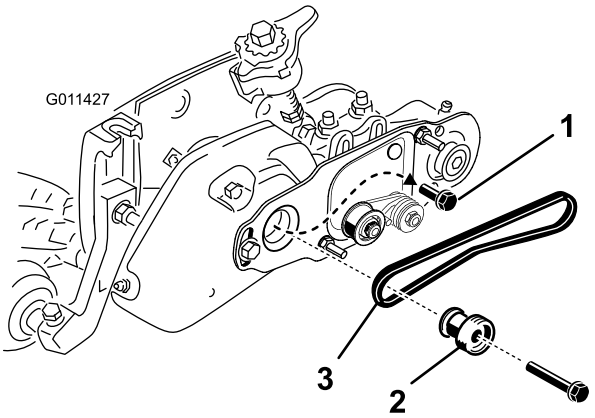

Figur 31
42. Fjern bolten som fester trimsatsremskiven til drivakselen (Figur 31).
43. Sett børstelederullen inn i trimsatslederullen og på drivakselen (Figur 31). Påse at drivhjultappene er plasserte i åpningen på drivakselen.
44. Bruk Loctite på gjengene til den 3/8 x 2 tommers tykke flenshodebolten. Fest lederullen til akselen med flenshodebolten (Figur 31). Stram bolten til 46 til 54 N·m.